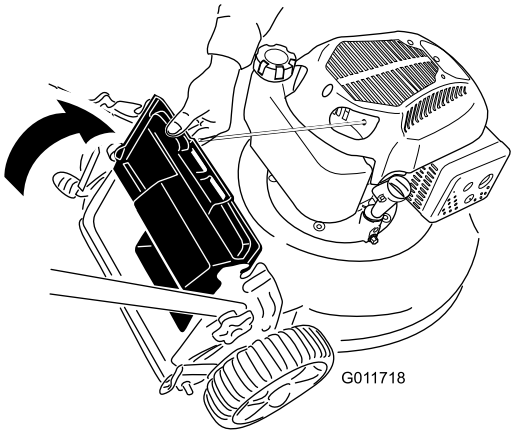

Figur 16
2. Lyft och håll upp den bakre gräsriktaren (Figur 16).